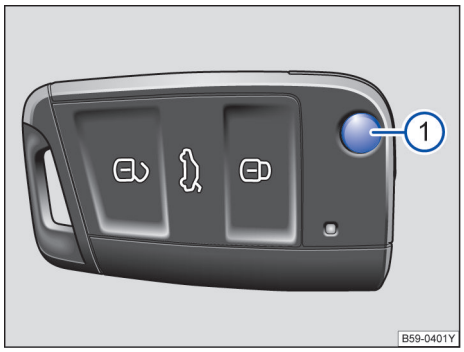

图 41 遥控钥匙
按压按钮→图 41① 即可解锁并翻开钥匙头。
如短时间内反复按压汽车钥匙上的按钮→图 41 或中央门锁某个按钮→第 54 页，则中央门锁系统将暂时关闭，防止系统过载，此时汽车处于解锁状态，必要时闭锁汽车。 ◁